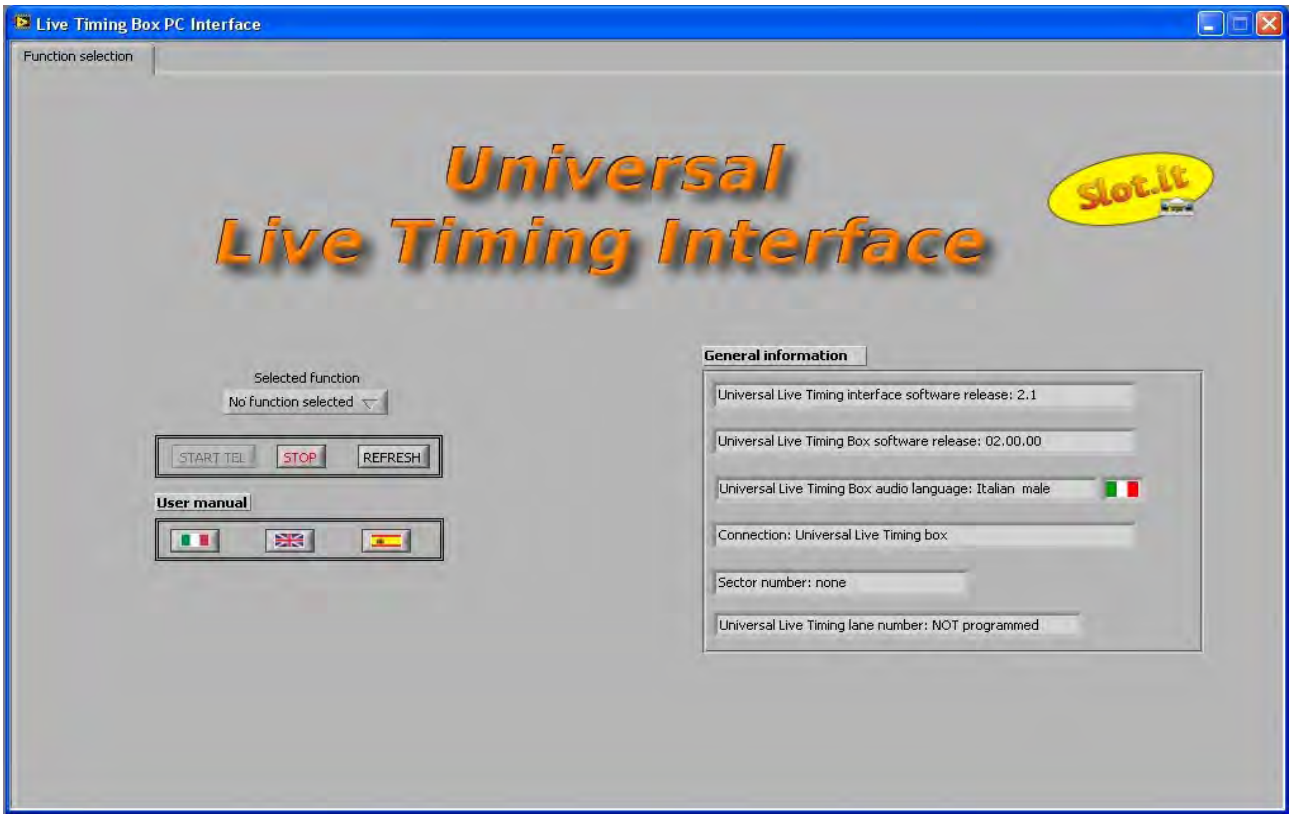

Figure 39: starting windows Live Timing Box PC Interface with one connected Universal Live Timing Box.
In case of connected *Universal Live Timing Box* (figure 39), some information appears on the right side of the page: this is the first data exchange between the *Live Timing Box PC Interface* application and the *Universal Live Timing Box*. These are:
On the left side of the same page (figure 39) is a drop-down menu, *"Selected function"*, in which all the functions that can be carried out are listed. Under the drop-down menu there are three buttons to open the *Live Timing Box PC Interface* manual (see paragraph 2.2.1.7).
- *STOP POSTPROCESSING:* returns the *Live Timing Box PC Interface* application to the starting page, *"Function selection" (*figure 39).